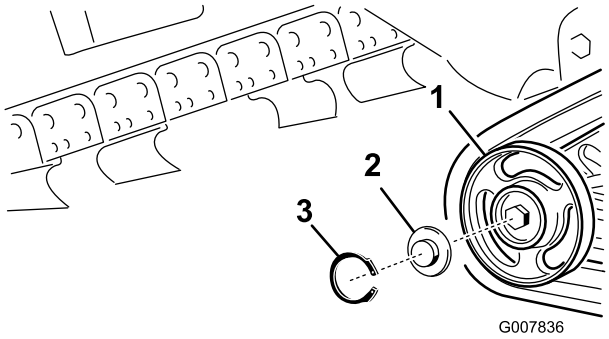

Figur 51
2. Ta bort låsringen och hatten från väghjulet (Figur 51).
3. Kontrollera smörjningen under hatten och runt packningen (Figur 51). Om den är smutsig, sandig eller förbrukad gör du rent så att allt fett försvinner, byter packningen och smörjer igen.
5. Sätt den infettade väghjulshatten över skruvhuvudet (Figur 51).
6. Fäst väghjulshatten med låsringen (Figur 51).